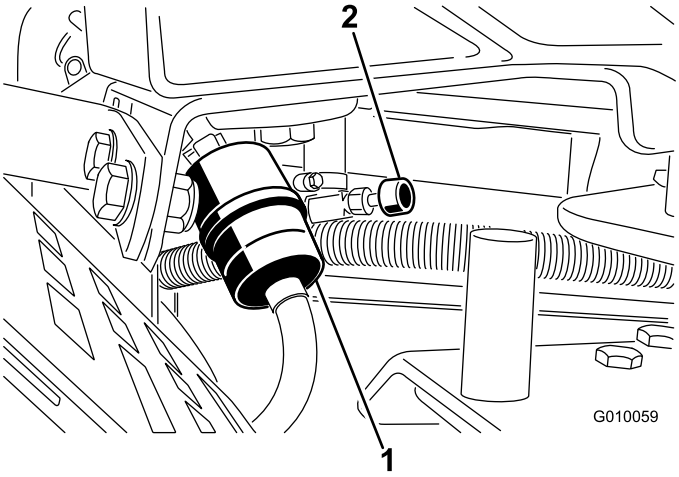

**Figur 51**
2. Stäng bränslekranen (Figur 51).
3. Kläm ihop ändarna på slangklämmorna och skjut bort dem från filtret (Figur 51).
5. Montera ett nytt filter och för tillbaka slangklämmorna tätt intill filtret igen (Figur 51).
7. Öppna bränslekranen (Figur 51).
3. Lossa slangklämman vid bränslefiltret och skjut den uppåt längs bränsleslangen, bort från filtret (Figur 51).
4. Dra av bränsleslangen från bränslefiltret (Figur 51). Öppna bränslekranen och låt bensinen rinna ut i en bensindunk eller ett avtappningskärl.
5. Sätt bränsleslangen på bränslefiltret. Dra tillbaka slangklämman intill filtret för att säkra bränsleslangen (Figur 51).